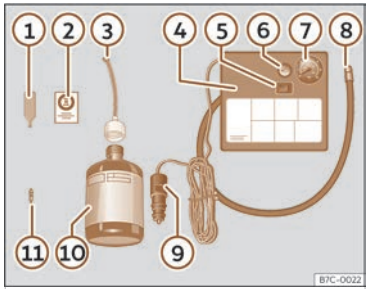

Abb. 220 Prinzipdarstellung: Bestandteile des Pannensets.
Das Pannenset befindet sich im Gepäckraum unter dem Bodenbelag. Es besteht aus folgenden Bestandteilen ››› **(Abb. 220)**:
- Ventilkappe und Ventileinsatz vom Reifenventil abschrauben. Verwenden Sie den Ventileinsatzdreher ››› **(Abb. 220)** ① zum Herausschrauben des Ventileinsatzes. Legen Sie den Ventileinsatz auf einem sauberen Untergrund ab.
- Reifenfüllflasche kräftig schütteln ››› **(Abb. 220)** ⑩.
- Einfüllschlauch ››› **(Abb. 220)** ③ auf die Reifenfüllflasche schrauben. Die Folie am Verschluss wird automatisch durchstoßen.
- Verschlussstopfen vom Einfüllschlauch ››› **(Abb. 220)** ③ entfernen und das offene Schlauchende auf das Reifenventil schrauben.
- Ventileinsatz mit dem Ventileinsatzdreher ››› **(Abb. 220)** ① wieder in das Reifenventil schrauben.
- Reifenfüllschlauch ››› **(Abb. 220)** ⑧ des Luftkompressors fest auf das Reifenventil schrauben.
- Prüfen, ob die Luftablassschraube ››› **(Abb. 220)** ⑥ zugedreht ist.
- Kabelstecker ››› **(Abb. 220)** ⑨ in eine 12-Volt-Steckdose des Fahrzeugs stecken ››› S. 228.
- Luftkompressor mit dem EIN-/AUS-Schalter ››› **(Abb. 220)** ⑤ einschalten.
- Kleben Sie den Aufkleber ››› **(Abb. 220)** ② im Sichtfeld des Fahrers auf das Kombi-Instrument.
Schließen Sie den Reifenfüllschlauch ››› **(Abb. 220)** ⑧ wieder an und lesen Sie den Reifenfülldruck an der Reifenfülldruckanzeige ⑦ ab.